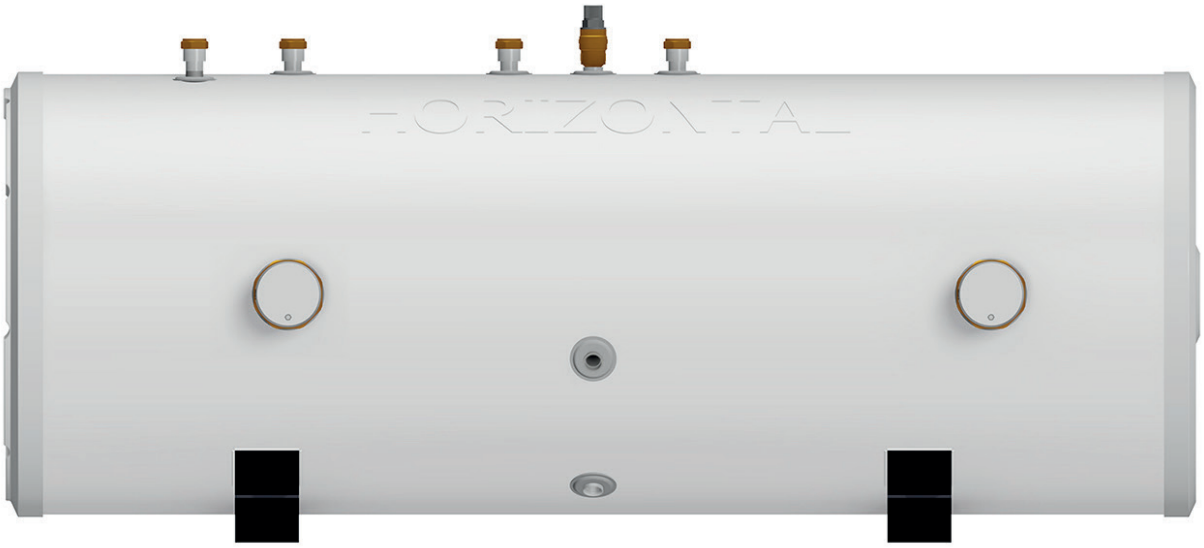

Figure 1 - StainlessLite Plus Horizontal Indirect
1. **StainlessLite Plus Horizontal Indirect** - For use with gas or oil boilers (Figure 1). Unvented cylinders must not be used with solid fuel boilers or steam as the energy source.